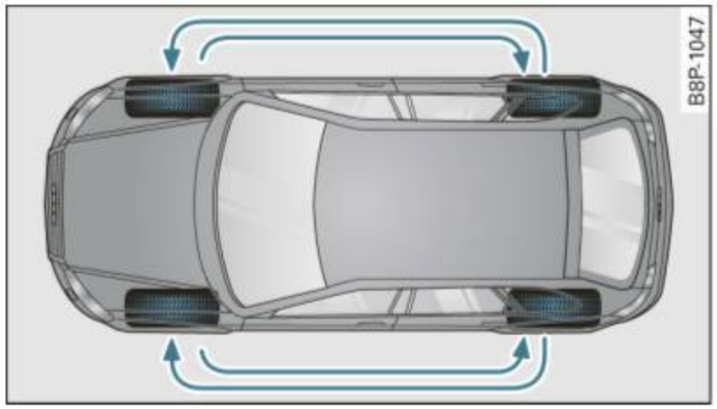

Fig. 176 Rotating tires for more even wear
- Please rotate tires as shown ⇒ fig. 176.